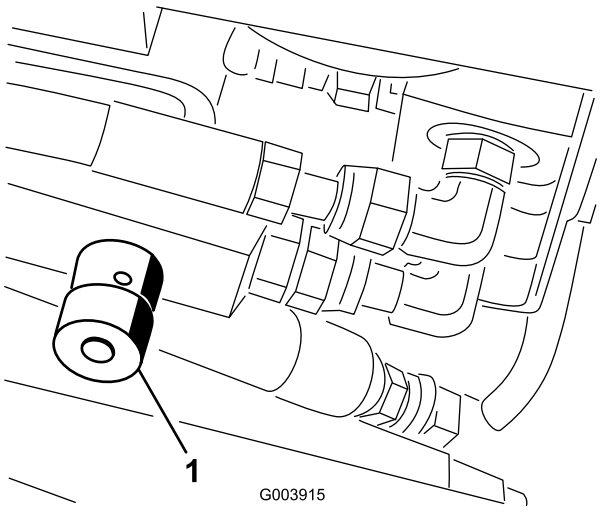

**Figuur 76**
1. Doe de motorkap omhoog en ga naar de klep links achter op de machine (Figuur 76).